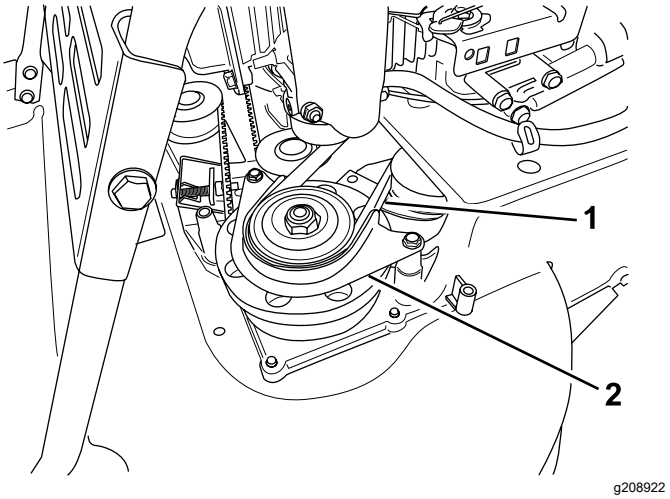

Figura 42
7. Retire el protector de la correa del EFC (Figura 42).